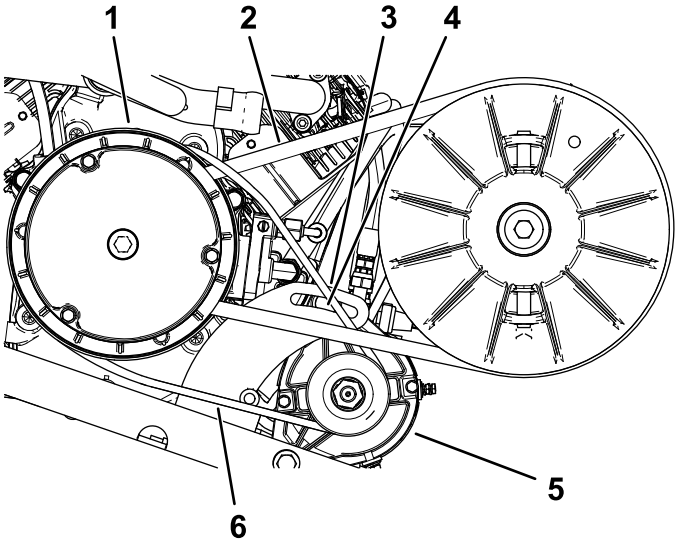

Figura 71
2. Afloje la tuerca del pivote del generador de arranque (Figura 71).
abajo en la ranura, hasta que la tensión de la correa solo permita una desviación de 6 mm con 44 N·m de fuerza (Figura 71).
5. Apriete la tuerca del pivote a mano y retire la palanca (Figura 71).